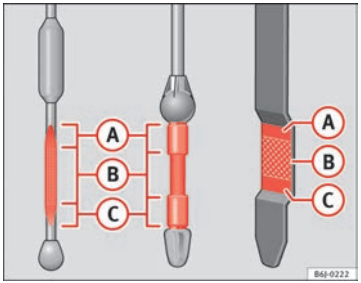

Fig. 124 Engine oil dipstick
– Then pull it out once more and check the oil level ⇒ fig. 124. Top up with engine oil if necessary.